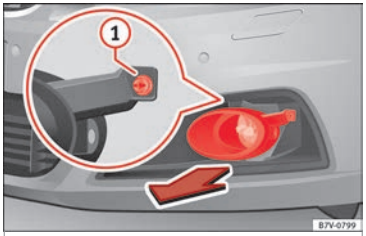

Fig. 215 On the right-hand side of the front bumper: removing the headlights.
1. Pull the cover forwards, in the direction of the arrow ››› **Fig. 215**.
2. Unscrew the attachment screw ››› **Fig. 215** (1) using the screwdriver from the vehicle tool kit ››› **page 244**.
10. Tighten the attachment screw ››› **Fig. 215** (1) using the screwdriver.
11. Replace the cover on the bumper ››› **Fig. 215**.